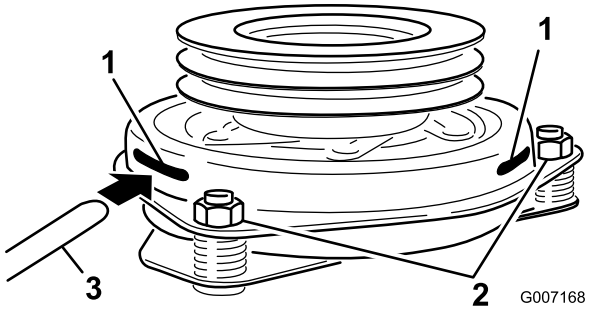

**Figuur 56**
9. Steek een voelermaat van 0,381–0,533 mm door een inspectiesleuf in de zijkant van de armatuur. Controleer of deze tussen de wrijvingsvlakken van de armatuur en de rotor zit (Figuur 56).
10. Draai de borgmoeren aan totdat de voelermaat licht is vastgeklemd maar gemakkelijk binnen de spleet kan bewegen (Figuur 56).